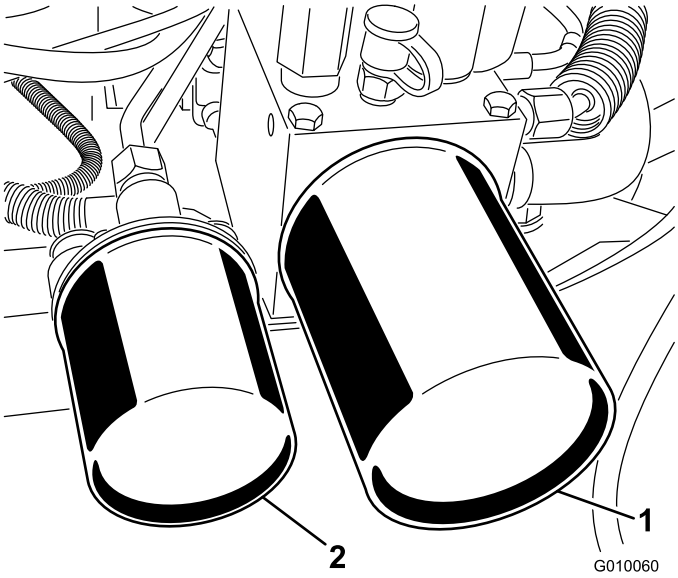

**Rysunek 59**
2. Ustaw miskę drenażową pod filtrami, usuń stare filtry i oczyść powierzchnię uszczelki adaptera filtra (Rysunek 59).